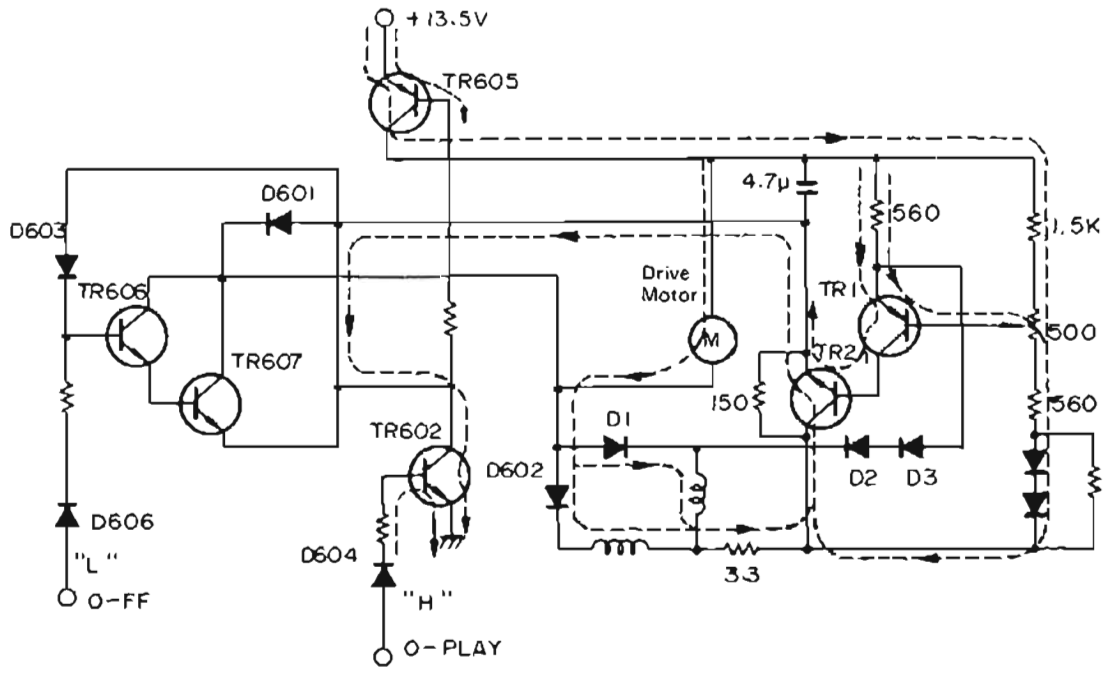

Fig. 1
Let's go back to the change in potential from "L" to "H" at pin (15) of IC503. The "H" level applies through D604 to the base of TR602 to switch on this transistor and thereby drive down the base of TR605 to switch it on. With TR605 made conductive, a current flows through drive motor (M) to run the take-up reel. The path of this load current is indicated in Fig. 1.